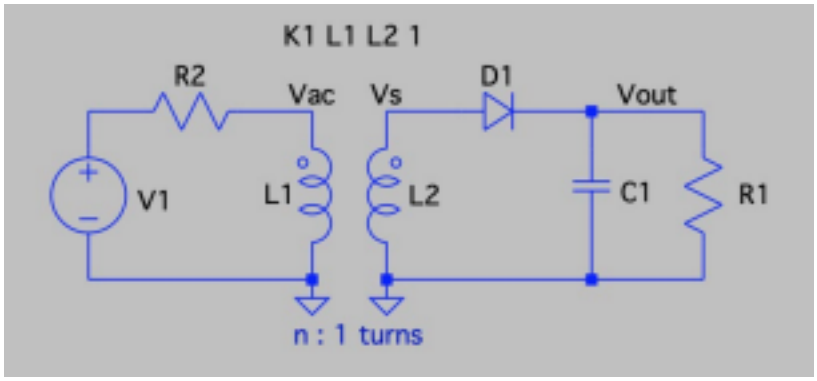

Figure 3. Half-Wave Rectifier with a RC Load
1. Modify the previous circuit from Section 1 to add a capacitor load in parallel with the resistor as shown in Figure 3. The diodes will be ideal. Set the value of C1 to be 250uF.